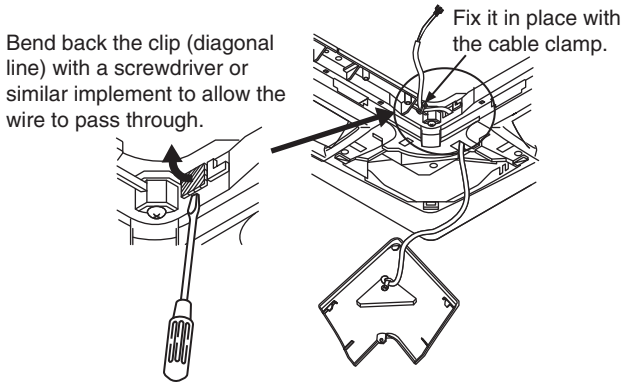

Fig. 3-3
(3) To pass the wire through the panel, bend back the clip on the hexagonal hole (diagonal line) and then pass wire protruding from the wireless receiver through the grill. (Fig. 3-3)
(4) After wiring according to the directions in Wiring the Receiver Unit below, leave enough wiring so the receiver's adjustable corner cap can be removed and fasten the cable clamp with its screw. (Fig. 3-3)